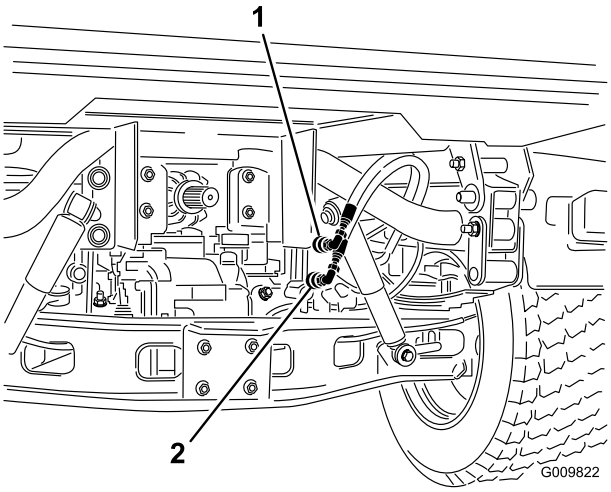

**Figuur 16**
2. Bij voertuigen met serienummer 240000001 & hoger dient u de twee hefcilinderslangen los te koppelen van de slangen die aan de koppelbeugel bevestigd zijn (Figuur 16). Breng kapjes aan op de snelkoppelaars van de cilinderslang.